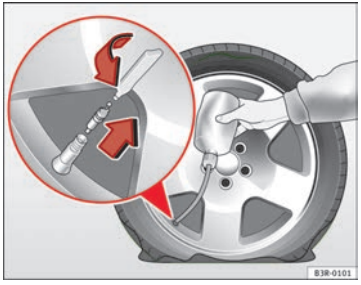

Fig. 123 Tyre: top up
– Take the valve cap off the tyre valve and use a screwdriver ⇒ Fig. 123 to unscrew the valve insert.